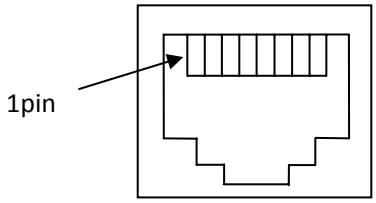

Figure 2-4 CN1 / CN2's pins
2.2.1 Communication terminal CN1/CN2's pins as in Figure2-4.